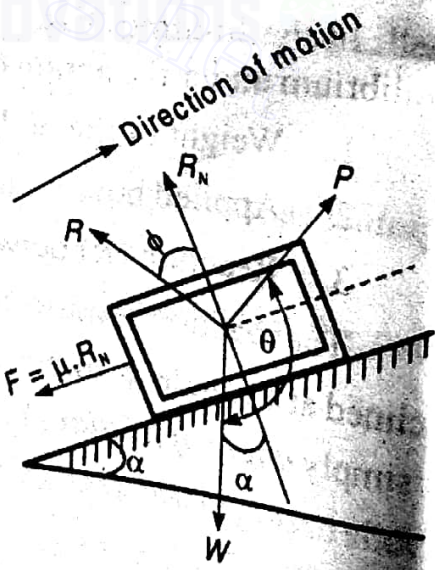

Fig. 1.20
The effort (P) required to move the body up an inclined plane as shown in Fig. 1.20, is given b